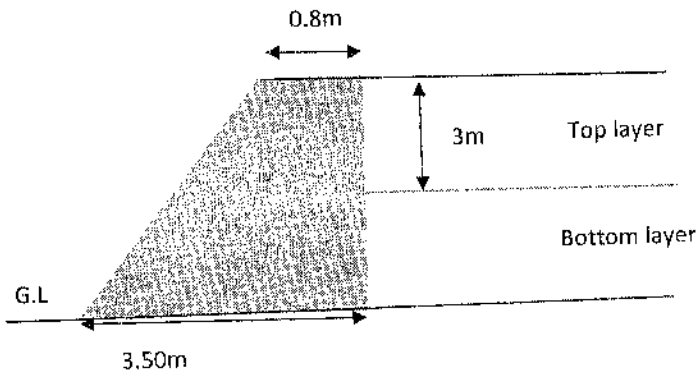

Fig Q3: Mass concrete retaining wall
b) A mass concrete retaining wall 6m high. The retained soil material in active state. Draw the lateral earth pressure distribution on the retaining wall and check the stability of the concrete raining wall against overturning. Use the fig Q3, and the details given below. Top layer consists with 3m thick sand layer with a horizontal surface and no surcharge load, soil properties of top layer as C= 0, $\varphi = 35°, \gamma = 16\ kN/m^3$. The bottom layer of sandy clay with 3m thickness C= 15 kN/m^3, $\varphi = 35°, \gamma = 18\ kN/m^3$ and water table is well below the base. assume the density of the concrete as 24 kN/m^3.